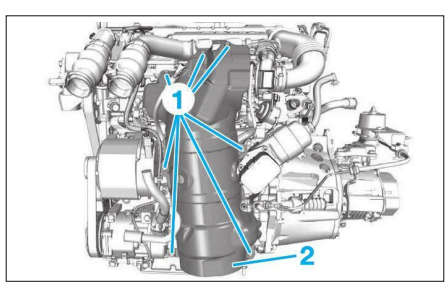

**Fig. 58**
- les vis (1) puis l'écran thermique (2) **(Fig.58)**,